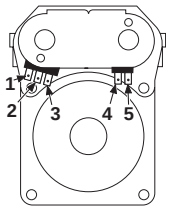

Figura 10 *Terminales de la válvula de gas*
3. Use un ohmímetro para determinar si ha fallado una bobina de la válvula de gas. Retire los enchufes del mazo de alambres. Mida la resistencia a través de los terminales. Vea la figura 10. Las lecturas deben corresponder a las mostradas en la tabla. Si no fuese así, reemplace la bobina.